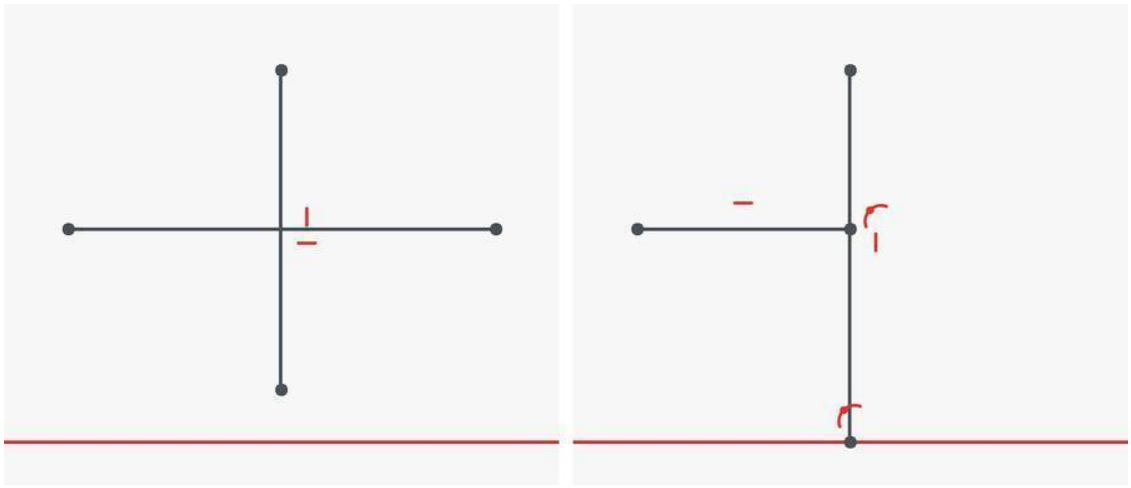

Рис. 6.9 — До и после: горизонтальная линия обрезана, вертикальная продлена до оси
3. G, Q — «Продлить ребро» (Extend Edge). Щёлкните вертикальную линию у нижнего конца, затем горизонтальную ось под ней. Линия дотянулась до оси и привязана к ней. Счётчик: 4 (рис. 6.9). Esc.